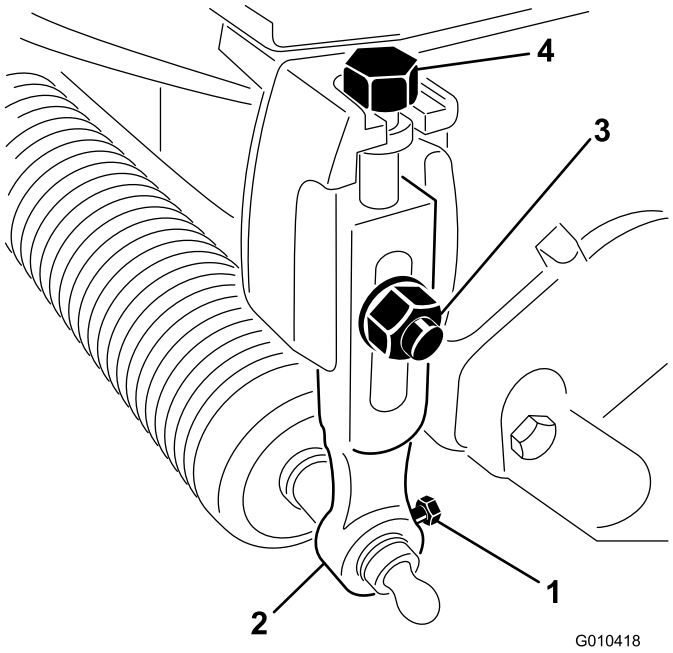

Figur 1
2. Lossa de bultar som fäster den främre rullens båda ändar till klipphöjdsarmarna (Figur 1).
3. Ta bort vagnsbultarna, brickorna och låsmuttrarna som fäster klipphöjdsarmarna till varje klippenhet och ta bort klipphöjdsarmarna och rullen (Figur 1).
4. Ta bort justeringsbultarna från klipphöjdsarmarna (Figur 1).